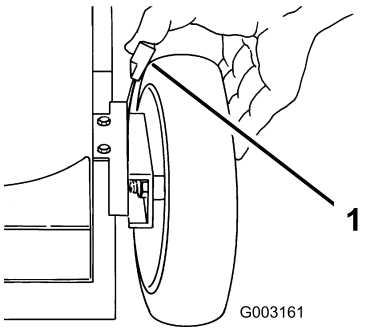

Figura 17
1. Tirate la leva di regolazione dell'altezza della ruota verso la ruota (Figura 17), e spostatela nella posizione opportuna.